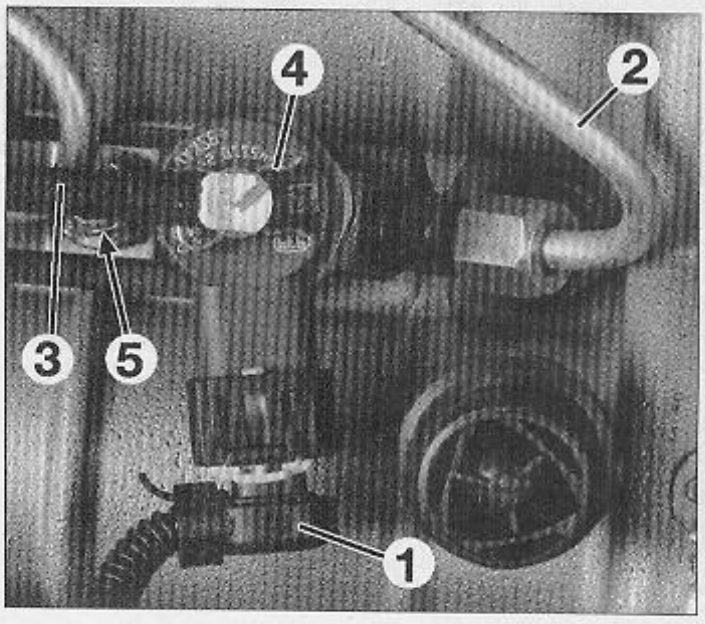

FIG. 31
• Débrancher le connecteur de l'injecteur (1).
• Déposer le tuyau (2) entre l'injecteur et la rampe.
• Déposer le tuyau de retour de fuite de carburant (3) après avoir déposer l'agrafe (4) (**Fig.31**).
• Déposer l'écrou (5) de la bride d'injecteur (**Fig.31 et 32**).
• Mettre en place l'outil (6) en prenant soin de placer l'étrier de levage (7) sous la partie polygonale (8) de l'injecteur.
• Visser l'écrou (9) afin de déposer l'injecteur (10).